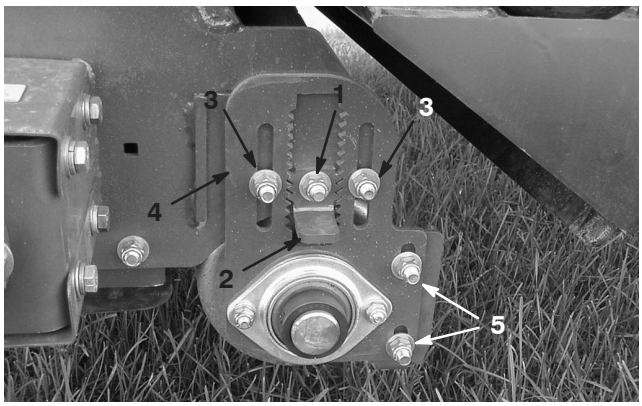

Figure 29
3. Desserrez le contre-écrou de la clavette de réglage de hauteur (Fig. 29) pour pouvoir le sortir d'environ 12,7 mm.
4. Desserrez les contre-écrous de réglage de hauteur de rouleau (Fig. 29).
5. Sortez la clavette de réglage de hauteur et montez ou abaissez le rouleau en faisant coulisser la plaque de réglage à la hauteur voulue (Fig. 29).
Le racloir de rouleau (Fig. 29) doit être réglé de manière à obtenir un jeu de 1,6 mm entre le rouleau et le racloir. Desserrez les écrous de réglage du racloir et placez le rouleau à la position voulue, puis serrez les écrous.